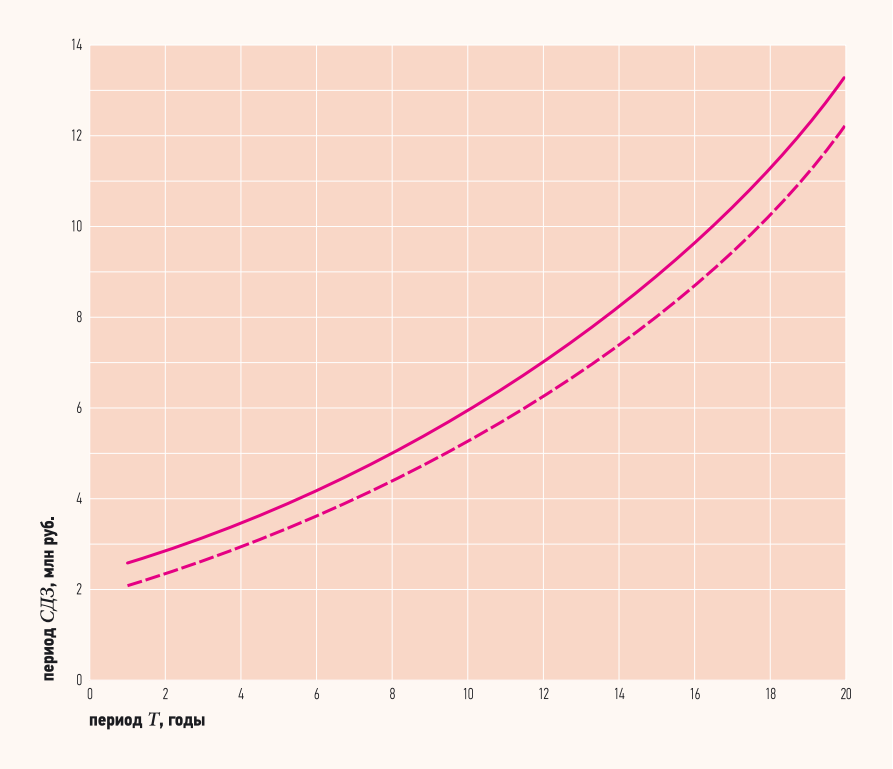

Рис. 1. Зависимость *СДЗ* от *T* (первый способ)
где p — норма дисконта, которая учитывает риски капиталовложений, уровень инфляции, а также упущенную выгоду от того, что средства в размере K вложены в энергосбережение вместо размещения под проценты в банке. При вычислениях использован уровень $p = 8$ % годовых в соответствии с действующей ставкой рефинансирования ЦБ РФ. Параметр T представляет собой расчетный срок в годах, за который вычисляется *СДЗ*. Целесообразно принять значения T в интервале от 1 до 30 лет. Результаты расчетов по первому и второму способу приведены на рис. 1 и 2. Сплошной линией показана зависимость *СДЗ* от T при $R_{1.ок} = 0{,}65$ (м²·К)/Вт, пунктирной — при $R_{1.ок} = 0{,}45$ (м²·К)/Вт.
Из сравнения кривых на рис. 1 видно, что в рассматриваемом случае приближенный учет наличия теплопоступлений от солнечной радиации с помощью коэффициента 2 в знаменателе (2) приводит к некорректным результатам, поскольку создает впечатление, что окупаемость дополнительных капитальных затрат на повышение теплозащиты окон не имеет места. В то же время более точные вычисления энергозатрат по выра-